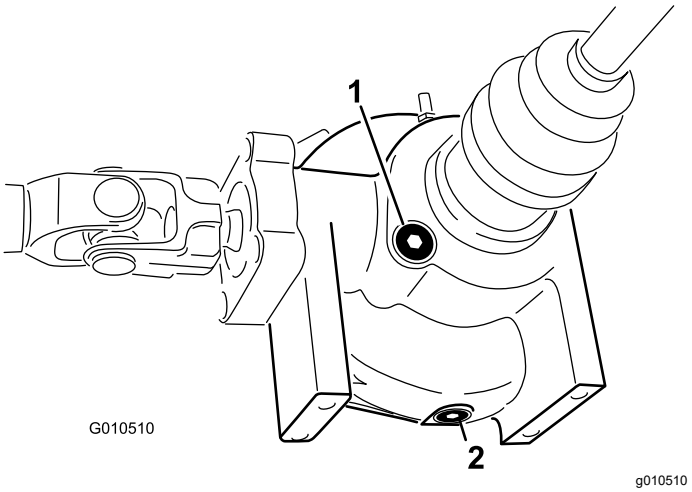

Figuur 44
4. Reinig de omgeving van de vul-/controleplug op de zijkant van het differentieel (Figuur 44).
4. Reinig de omgeving van de aftapplug op de zijkant van het differentieel (Figuur 44).